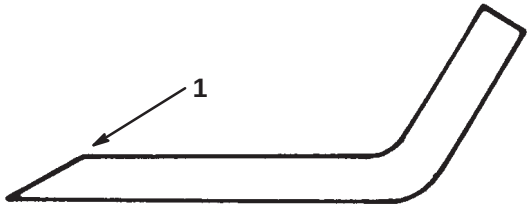

Abbildung 24
1. Die Schneidkante an beiden Enden des Schnittmessers mit einer Feile schärfen (Abb. 24). Den ursprünglichen Winkel beibehalten. Das Schnittmesser behält seine Auswuchtung bei, wenn von beiden Schneidkanten die gleiche Materialmenge entfernt wird.